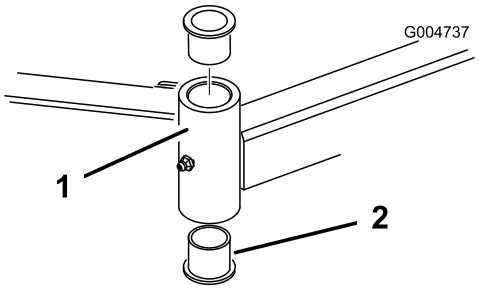

Figura 81
4. Inserte un botador fino en la parte superior o inferior del tubo de montaje y dé golpes hasta retirar el casquillo del tubo (Figura 81). Retire también el otro casquillo del tubo. Limpie el interior de los tubos para eliminar toda suciedad.